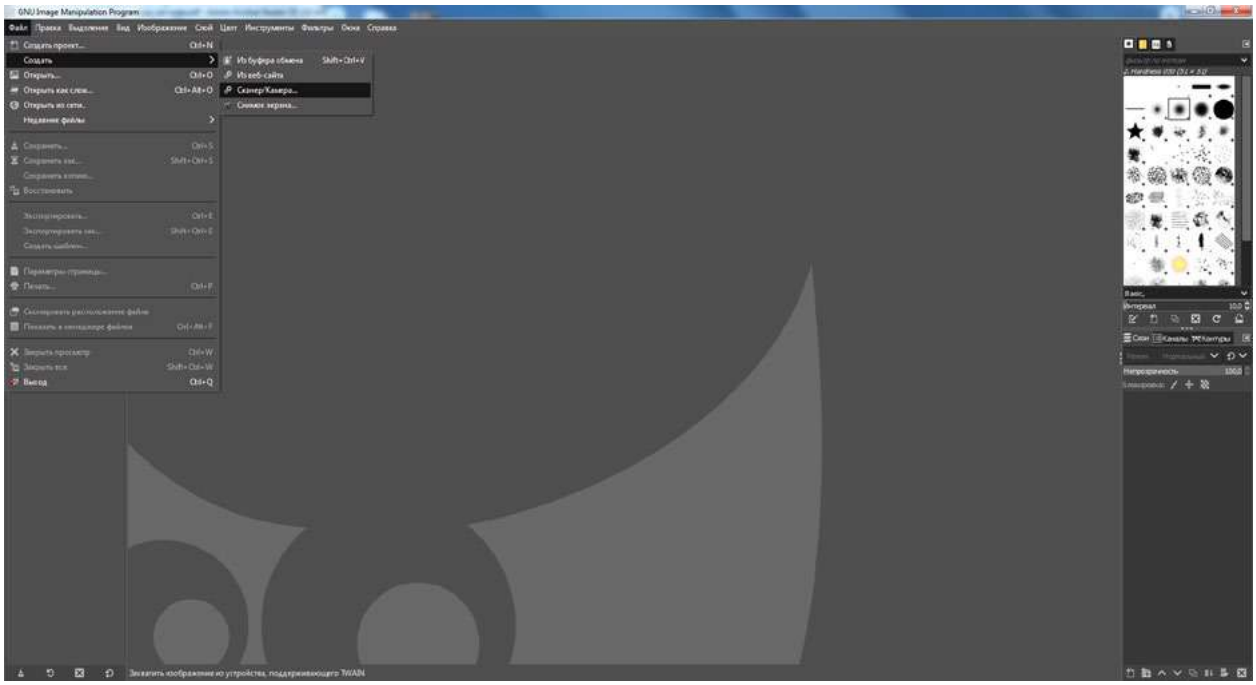

Рис. 1. Выбор команды Файл/Создать/Сканер/Камера
2.3. Выбрать команду **Файл/Создать/Сканер/Камера** (рис. 1).